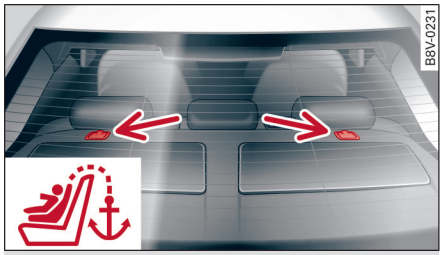

图 158 A3 轿车后座长椅：带 Top Tether 上部固定带的固定座
▶ 适用于 A3 高级轿车：翻开盖板，将安全带挂到 Top Tether 锚固件上 ⇨ *图 158*。